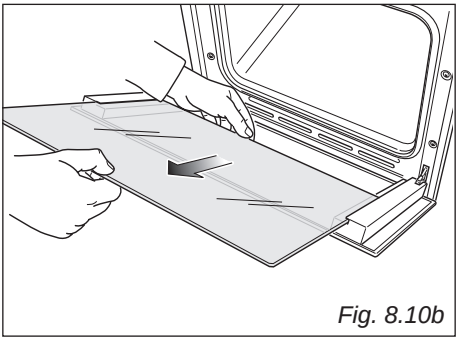

Fig. 8.10b
- Gently pull out the inner pane of glass (fig. 8.10b).